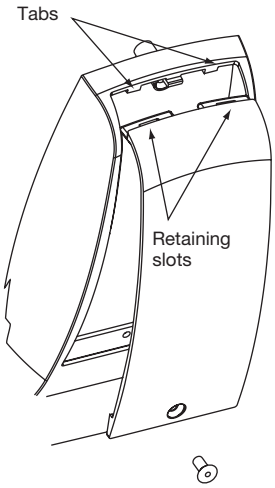

Fig. 4
5. Attach battery cover to inside escutcheon making sure to line up tabs with retaining slots in battery cover. Secure with security screw (Ref. Fig. 4).